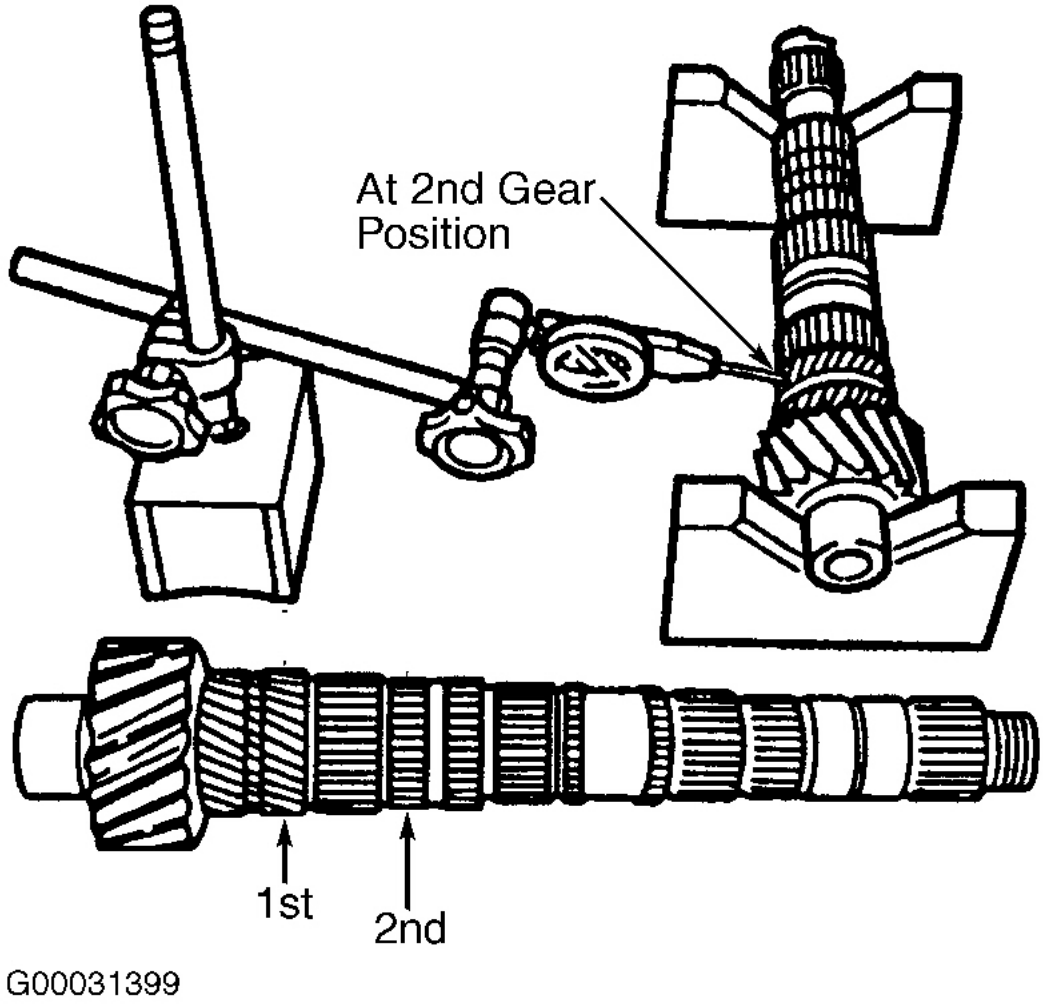

Fig. 7: Measuring Secondary Shaft Gear Runout At 1st & 2nd Gear
1. Using dial indicator, measure shaft gear runout. See **Fig. 7** . Maximum runout is .0006" (.015 mm).